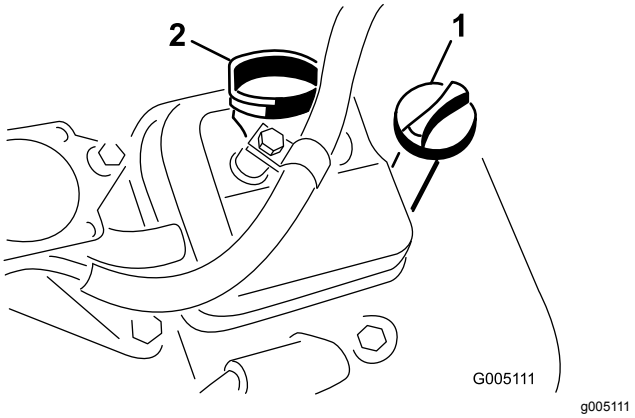

Figur 33
3. Sett peilestaven inn i peilestavrøret og skru den inn i røret (Figur 33).